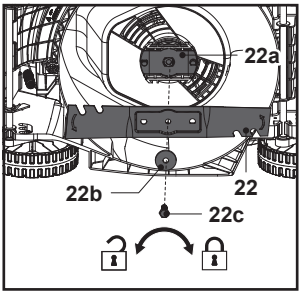

**Fig. 21**
5. Remplacer la lame de coupe (22) par une neuve de même type. Vérifier d'abord l'état du support de lame (22a) sur la broche, fixer la lame de coupe (22) sur le support de lame (22a) en l'alignant sur les motifs du support de lame (22a), puis fixer l'ensemble avec la rondelle plate (22b) et le boulon de fixation (22c) et serrer manuellement.
6. Maintenir fermement la lame de coupe (22) avec une main gantée et/ou un bâton, serrer le boulon de fixation (22c) dans le sens horaire à un couple de 25 Nm min., 30 Nm max. pour garantir le fonctionnement sûr de la machine (Fig. 21).